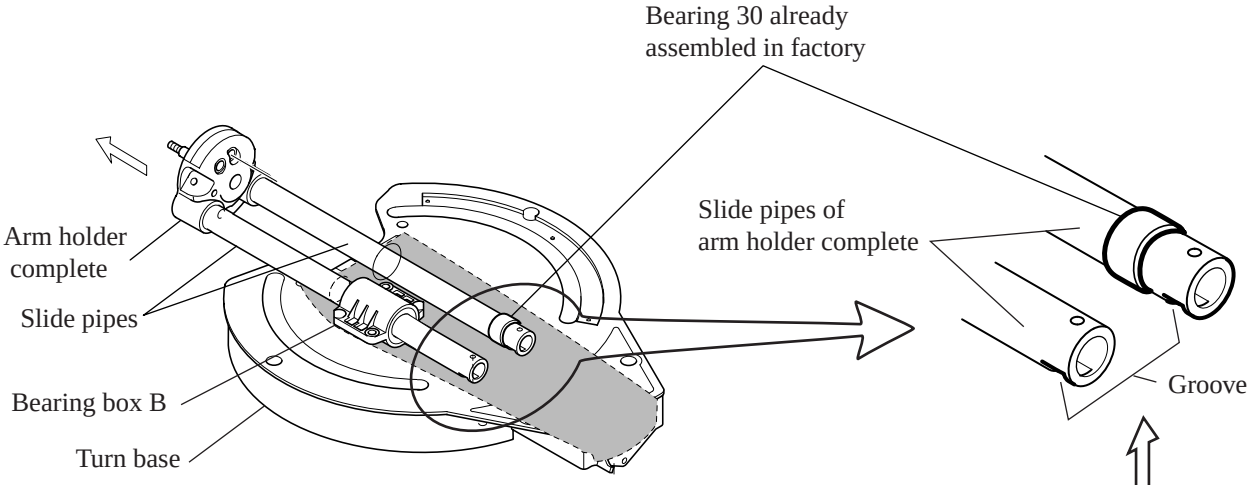
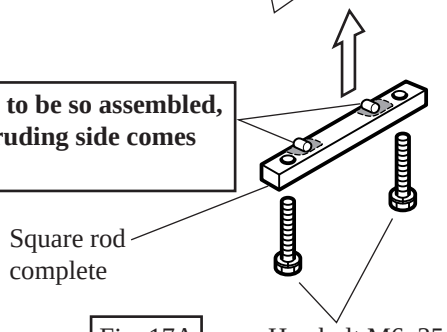

Fig. 17
Fig. 17A
3) Bring the groove of slide pipe's end to the nearest position to bearing 30 by sliding arm holder complete in the direction of the arrow. Fasten square rod complete with hex bolt M6x35 to the groove of slide pipe's end. See Fig. 17 and Fig. 17A.